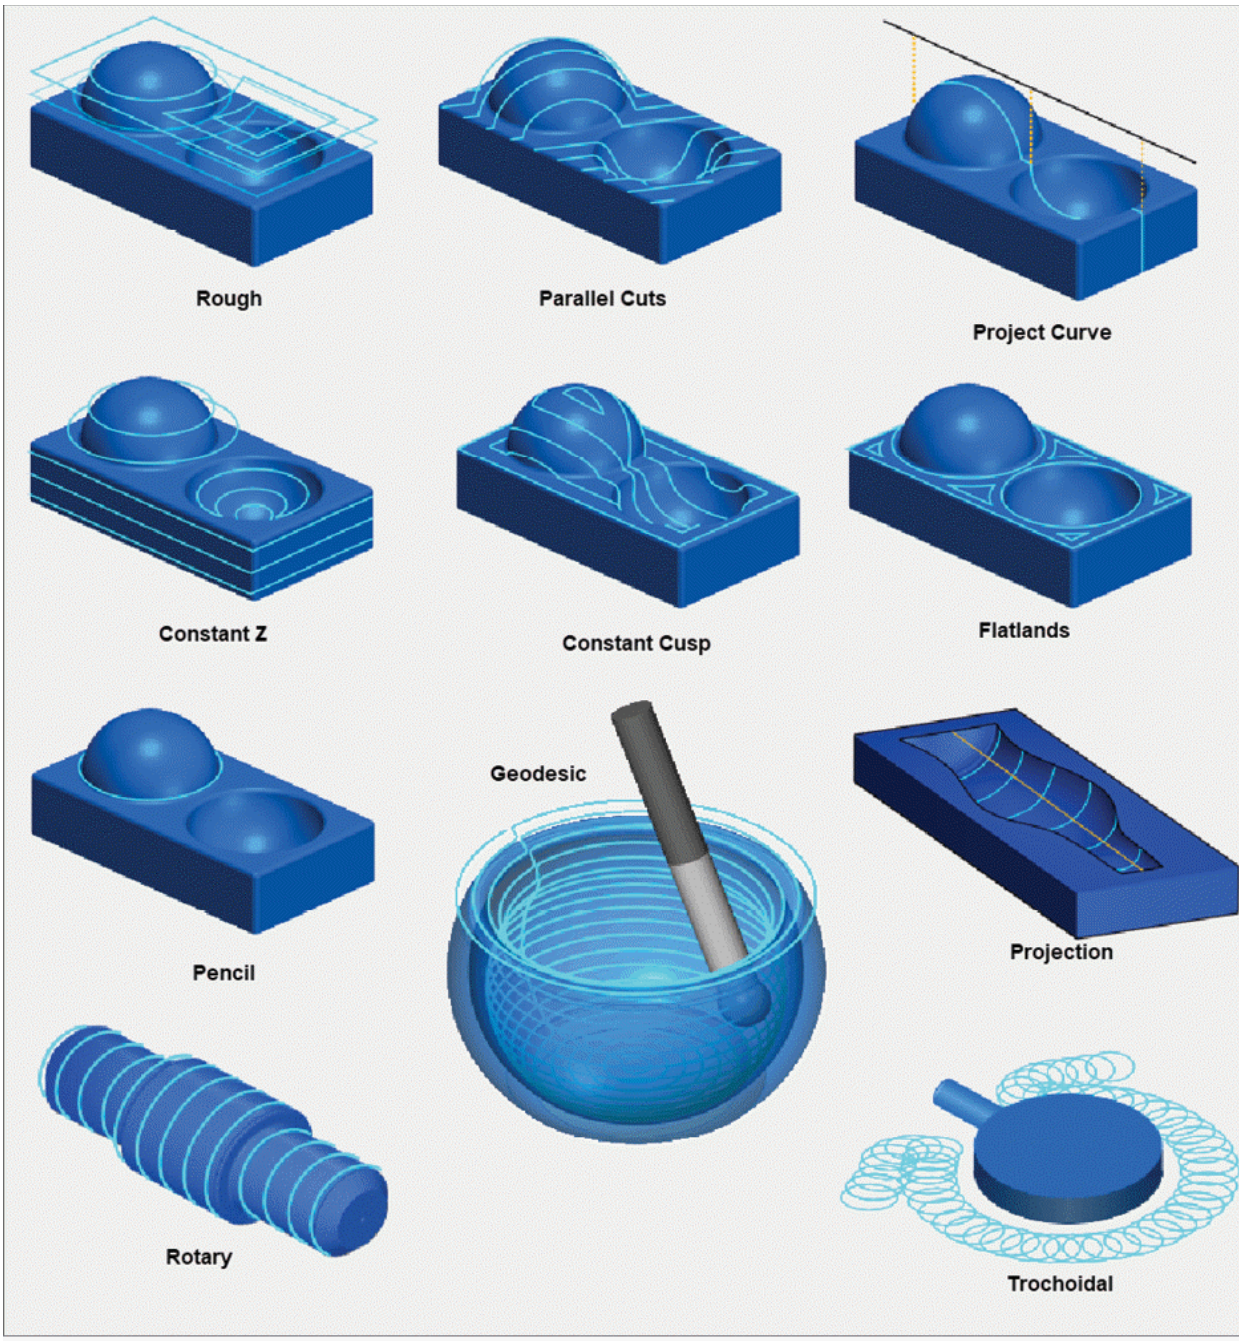

Figure-43. Triangular cut patterns
- Select desired option from the **Pattern** drop-down to define cutting strategies. Various cutting strategies with their related shapes are shown in Figure-43.